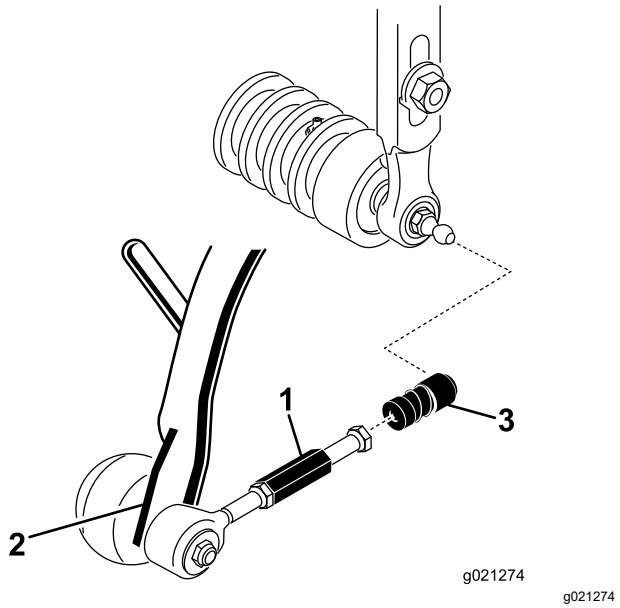

**Figuur 7**
3. Schuif de mof van de kogelverbindinghouder terug en haak de houder op de halvekogeltap van het maaidek (Figuur 7).